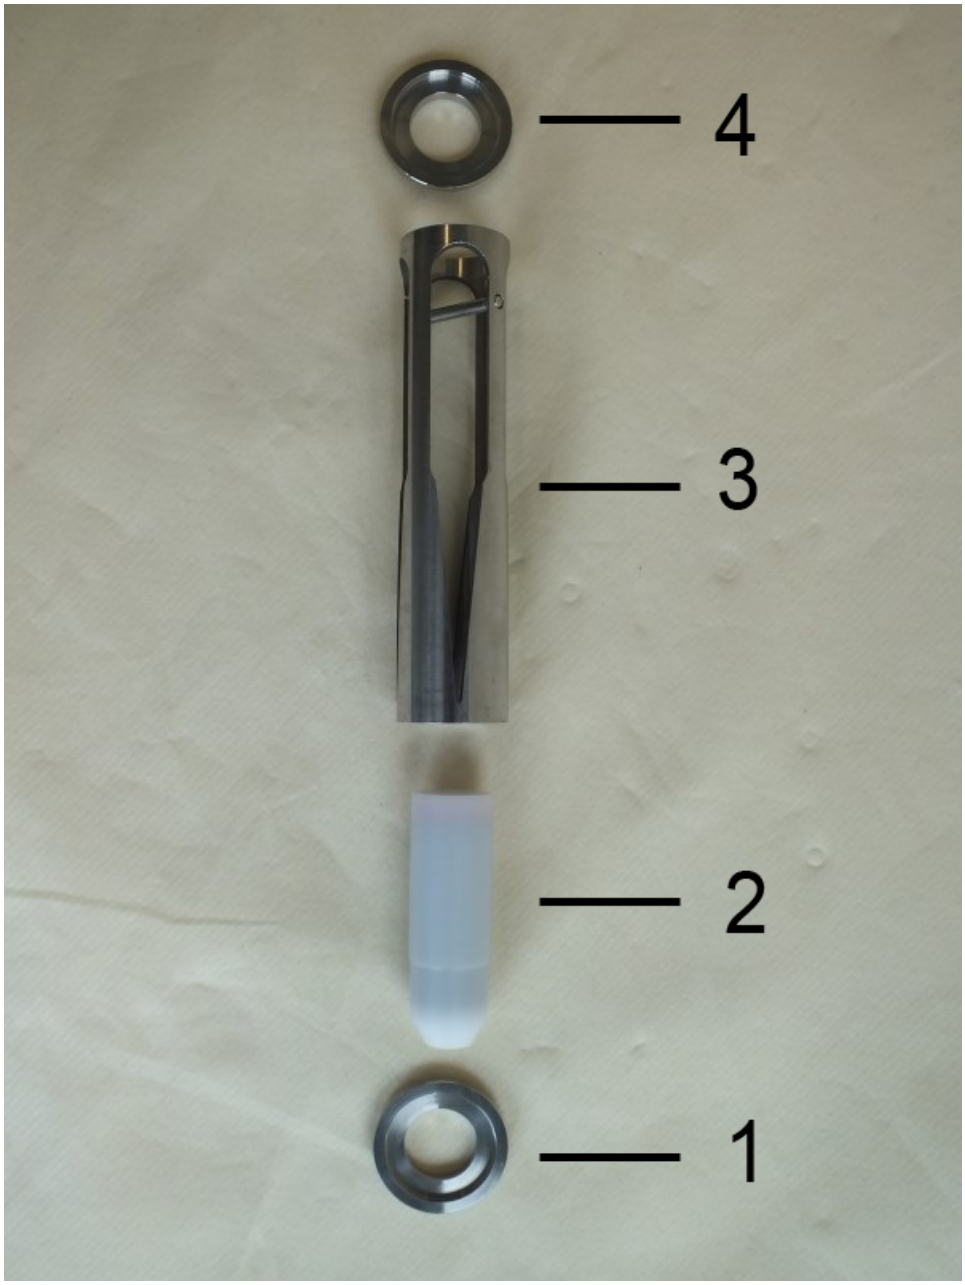

Fig. 51: Inner parts
6. The inner parts of the flow monitor consists of the centering disc (inlet) (*Fig. 51*/1), float (*Fig. 51*/2), slot nozzle (*Fig. 51*/3) and centering disc (outlet) (*Fig. 51*/4).